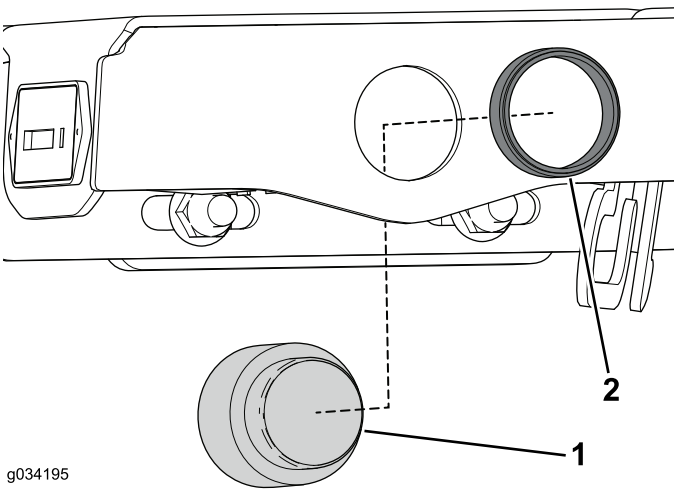

Figure 11
2. Retirez la bague moletée sur l'alarme et déposez-la de la console (Figure 11).